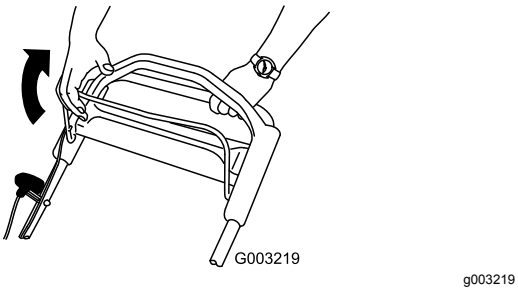

Figur 15
1. Trekk knivkontrollbøylen mot håndtaket (Figur 15).